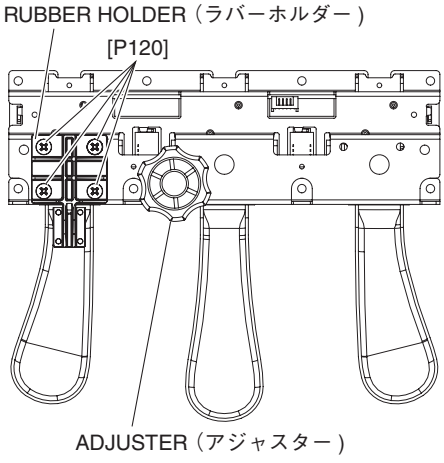

Fig. 23（図 23）
29-4. Remove the four (4) screws marked [P120]. The rubber holder can then be removed. (Fig. 23)
29-5. Remove the adjuster. (Fig. 23)
29-4. [P120] のネジ 4 本を外し、ラバーホルダーを外します。(図 23)
29-5. アジャスターを外します。(図 23)